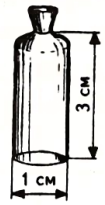

Рис. 2-2-1
1. Из металлической фольги, используемой для обертки шоколадных конфет, намотав на конец ручки, карандаша или фломастера и скрутив один конец, изготовьте две цилиндрические гильзы (рис. 2-2-1). Размеры примерные.